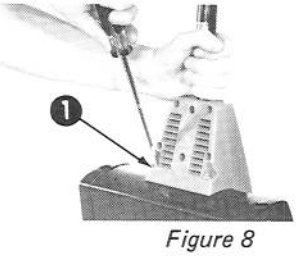

Figure 8
15. Insérez une vis 1/4" x 1" dans la fente filetée à l'arrière du support du manche (Fig. 8) et vissez en place. Posez ensuite l'autre vis.